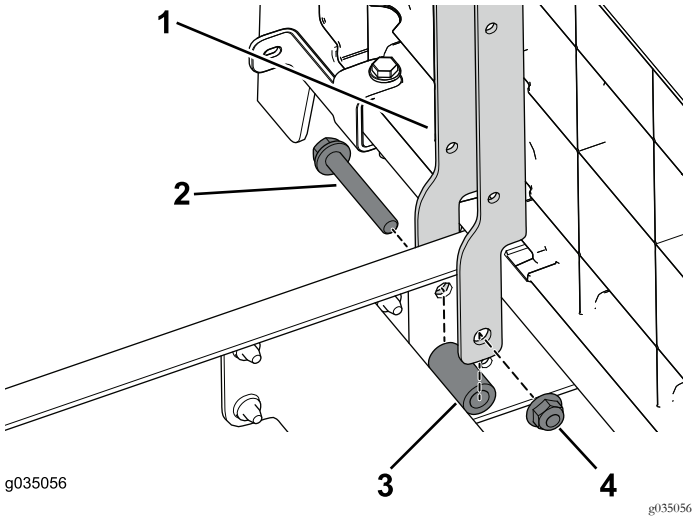

Figuur 37
1. Gebruik de 2 bouten (3/8 x 2-1/2 inch), afstandsstukken en flensmoeren om de stoelsteunen aan het voorste gedeelte van de machine te bevestigen (Figuur 37).